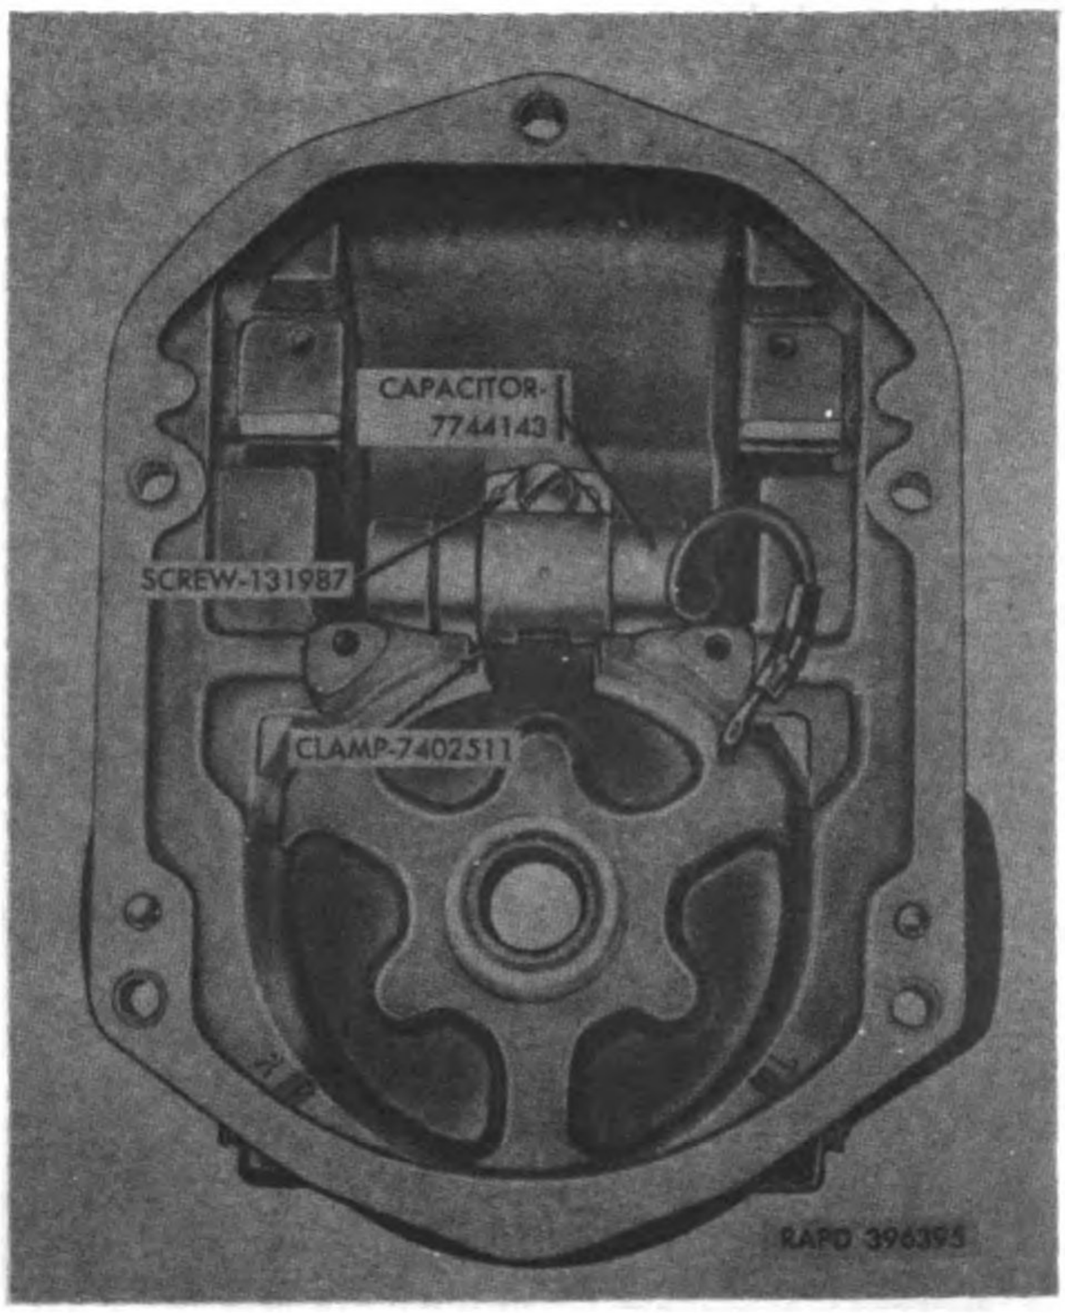

Figure 19. Correct position of capacitor.
a. Position capacitor (K, figs. 7 and 8) in mounting clamp (J, figs. 7 and 8) and install capacitor and mounting clamp (fig. 19) in housing (G, figs. 7 and 8).